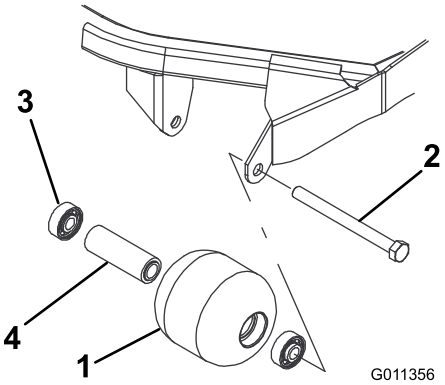

Figur 71
1. Fjern valsemonteringsskruen (Figur 71).
4. Undersøk valsehus, lagre og avstandsstykke for lager for skader (Figur 71). Skift ut skadede komponenter og monter på nytt.
1. Trykk det første lageret inn i valsehuset (Figur 71). Trykk enten på kun ytre kulesete eller både indre og ytre kulesete.
2. Sett inn mellomstykket (Figur 71).
3. Trykk det andre lageret inn i valsehuset (Figur 71) ved å trykke like mye på indre og ytre kulesete til indre kuleseter kommer i kontakt med avstandsstykket.